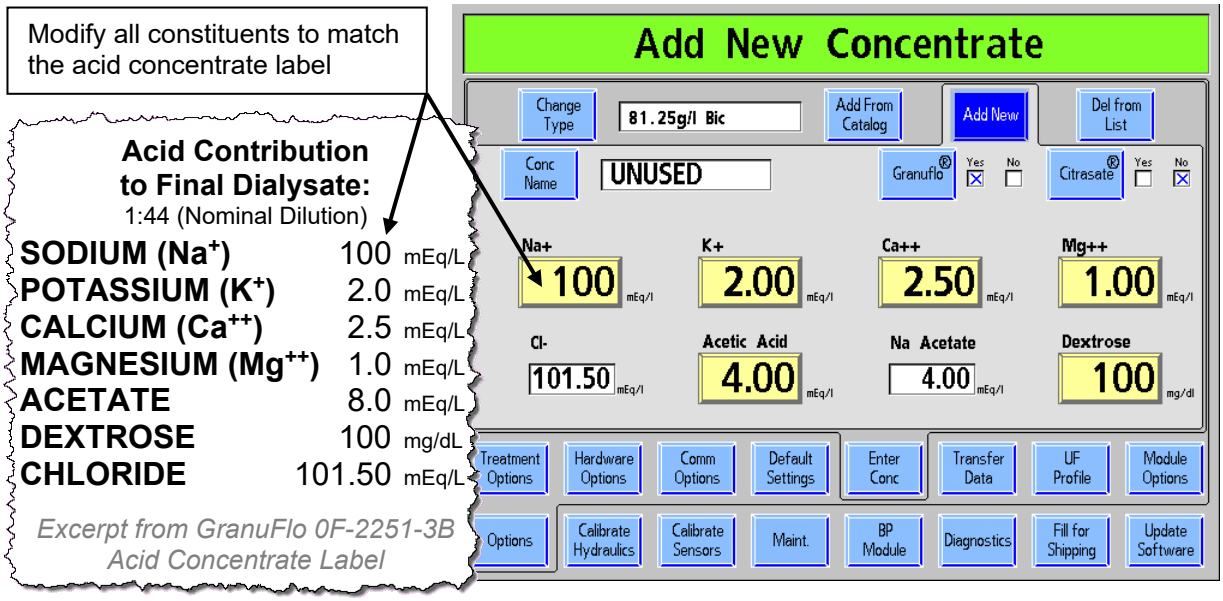

Figure 121 – Adding a New Acid Concentrate (GranuFlo 0F-2251-3B) (showing functional software version 2.81 or later)
b. **GranuFlo** (see Figure 121 above): Enter the values for Sodium (Na+), Potassium (K+), Calcium (Ca++), Magnesium (Mg++), Acetic Acid (Acetate), and Dextrose. The calculated values are Chloride (Cl-) and Na Acetate.